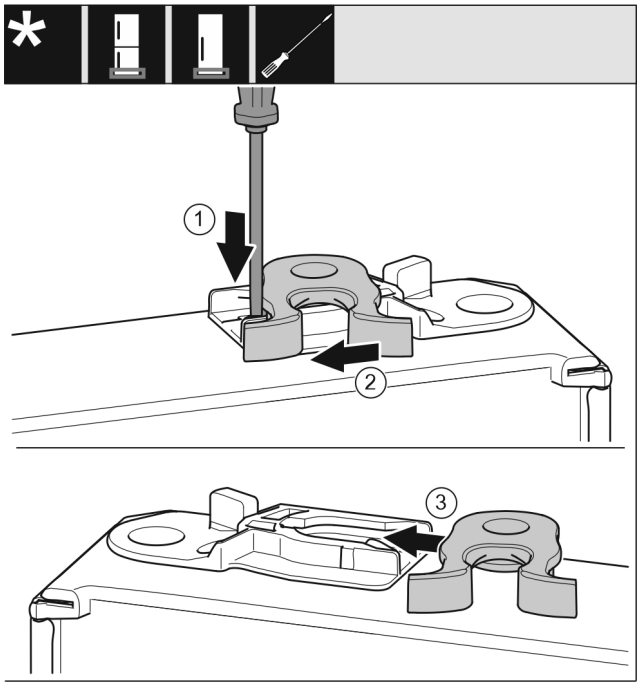

*Fig. 19*
▶ Plochým šroubovákem přitlačte lamelu *Fig. 19 (1)* dolů.
▶ Vytáhněte petlici *Fig. 19 (2)* z vedení.
▶ Petlici *Fig. 19 (3)* zasuňte do vedení na druhé straně.